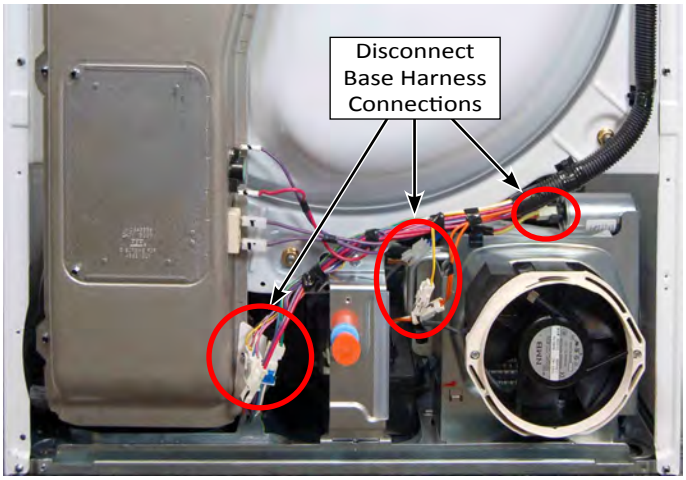

Figure 1
4. Disconnect the harnesses from the CCU and REX control boards (Refer to page 4-6). Remove two (2) 1/4” hex-head screws securing the control bracket to the dryer. Remove the bracket and control boards.
8. Disconnect all the harness connections to the base assembly as illustrated in Figure 1, except for the heater and high limit thermostat.